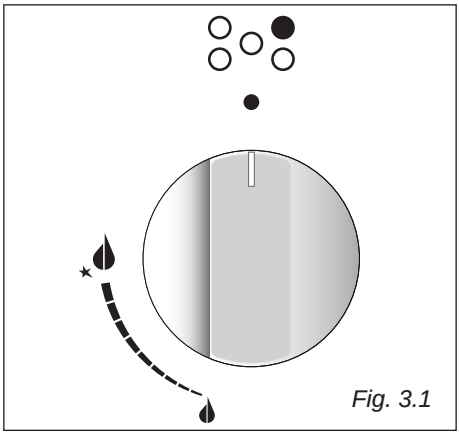
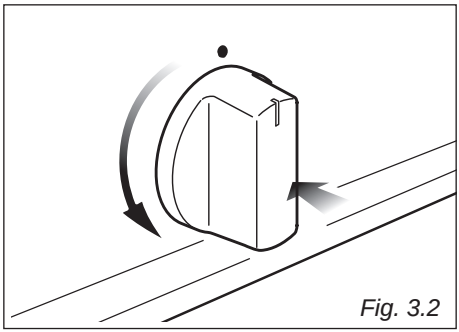

*Fig. 3.1*
*Fig. 3.2*
Gas flow to the burners is adjusted by turning the knobs (illustrated in fig. 3.1) which control the safety valves. Turning the knob, so that the indicator line points to the symbols printed on the panel, achieves the following functions:
1. Press in the corresponding knob and turn counter-clockwise (fig. 3.2) to the full flame position marked by the ★ symbol (fig. 3.1); hold the knob in unt il the flame has been lit.